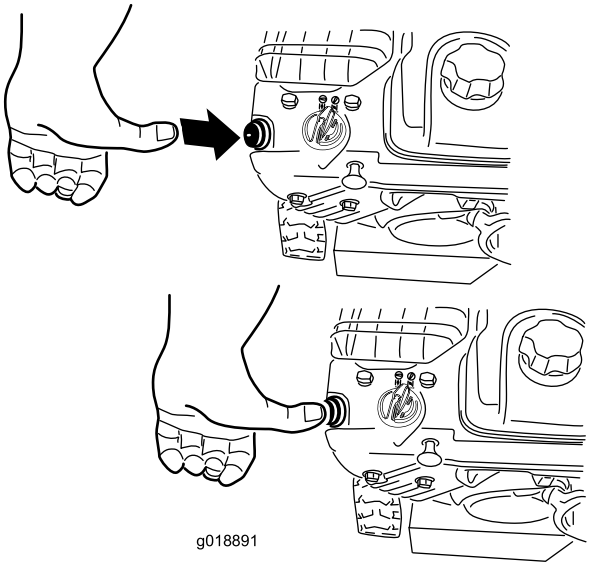

Figur 22
4. Tryk spædepumpen godt ind med tommelfingeren 2 gange (-9° C eller derover) eller 4 gange (mindre end -9° C), idet du hver gang trykker et sekund, før du slipper (Figur 22).